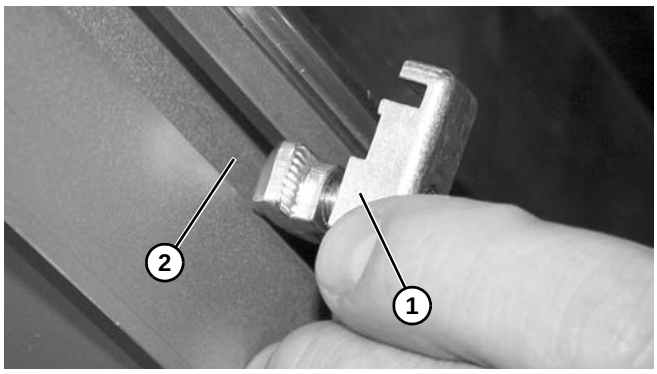

Abbildung 33
1. Führungshalterungsbaugruppe **(Abbildung 33, Teil 1)** in den T-Schlitz des Förderbands **(Abbildung 33, Teil 2)** wie gezeigt einbauen.